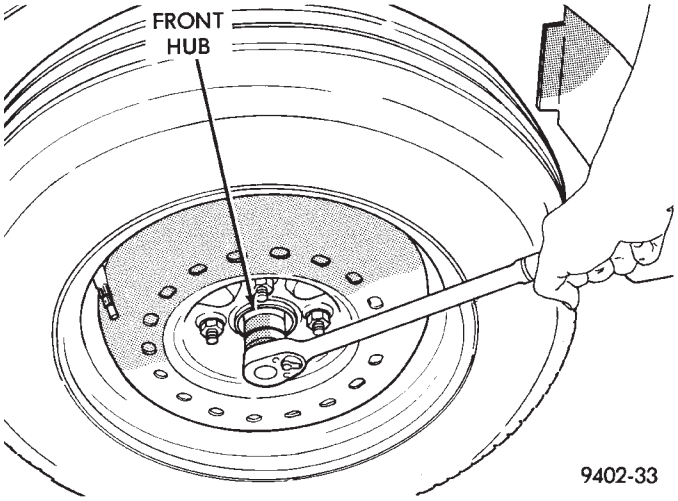

Fig. 3 Loosening Front Hub Retaining Nut
(2) Loosen (but do not remove) stub axle to hub/bearing retaining nut. Loosen hub nut while vehicle is on the floor with the brakes applied (Fig. 3). The front hub and driveshaft are splined together and retained by the hub nut.